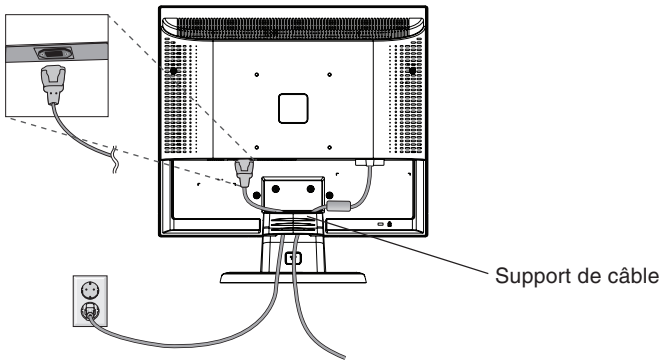

Figure B.1
3. Connectez le cordon d'alimentation à la prise de courant. Mettez le câble du signal vidéo et le cordon d'alimentation dans le support de câble (**Figure B.1**).